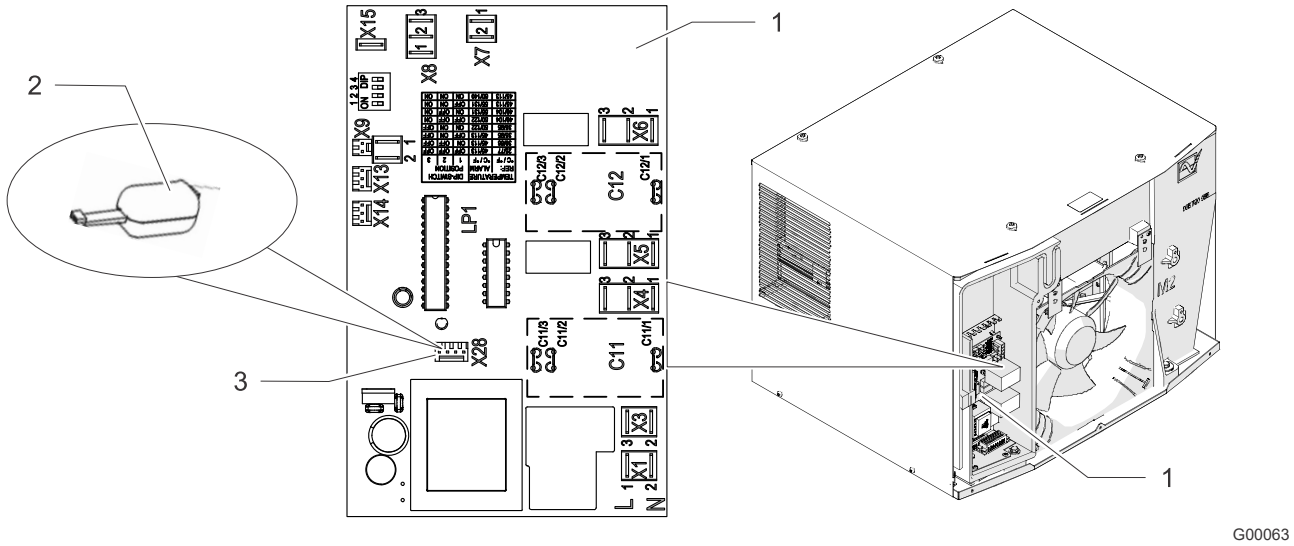

Fig. 24: Interfaz de servicio
- La conexión para el adaptador USB (Fig. 24, pos. 2) está marcada en el esquema de conexiones con el marcado de medio de producción X28 (Fig. 24, pos. 3).
Puede accederse a la placa de circuito impreso del controlador (Fig. 24, pos. 1) con la interfaz de servicio X28 («Piezas de repuesto y accesorios», Página 68, pos. 3).
2. Conecte el adaptador USB («Preparación de la unidad – retirada de la tapa frontal», Página 35, pos. 2) en la interfaz de servicio X28.